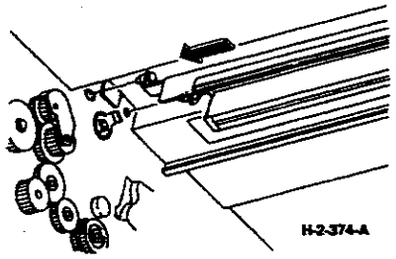

**Рисунок 5. Расположение ламп ISIL**
a. (Рисунок 5) Плотно вставьте наконечник узла ламп в соответствующее гнездо корпуса аппарата.